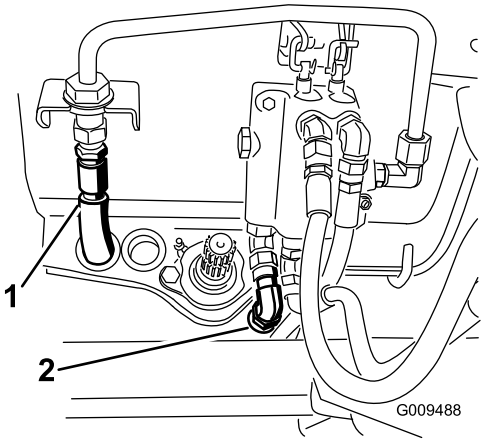

Figur 51
15. Forbind hydrauliktrykslangen til ventilens hårde rør og tankslangen til ventilen (Figur 51).